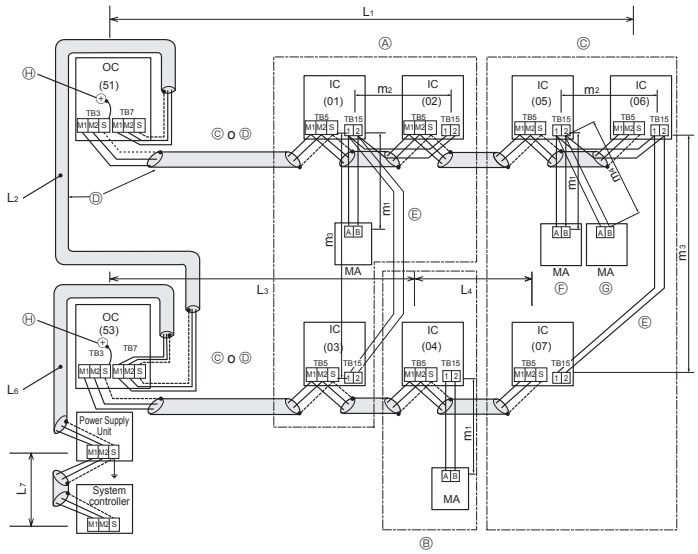

Fig. 6-3
■ **Controlador remoto MA (Fig. 6-3)**